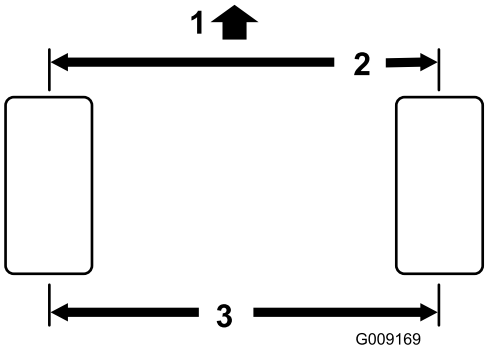

Figuur 55
2. Meet de afstand hart-tot-hart van het toespoor (ter hoogte van de assen) aan de voorzijde en de achterzijde van de stuurwielen (Figuur 55). De afstand moet aan de voorzijde van het wiel tussen 0 ± 3 mm groter zijn dan aan de achterzijde van de band. Draai het wiel 90° en voer de meting opnieuw uit.